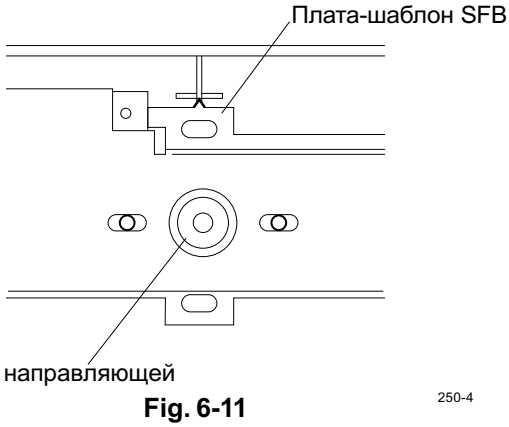

Fig. 6-11
3. Снимите крышку подачи SFB. (см. Fig. 6-11 и 6-13)